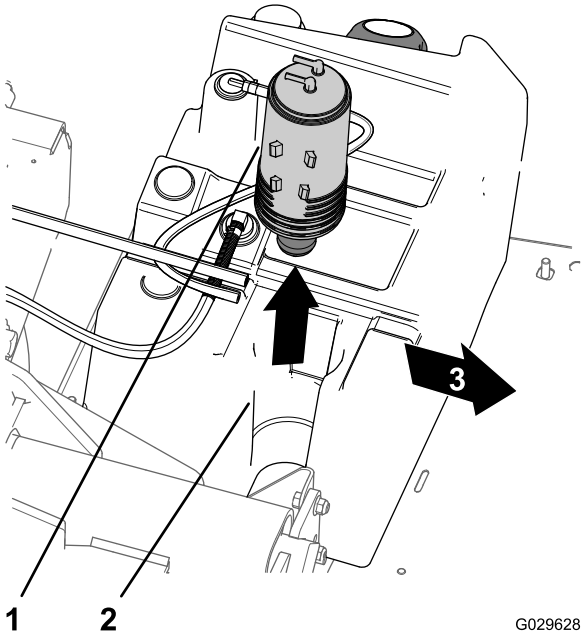

Figura 54
3. Sollevate il canister a carboni attivi dal relativo supporto nel serbatoio del carburante (Figura 54).
7. Inserite il nuovo canister a carboni attivi nel relativo supporto del serbatoio del carburante, con i raccordi di spurgo e del serbatoio del carburante allineati verso la parte posteriore (Figura 54).